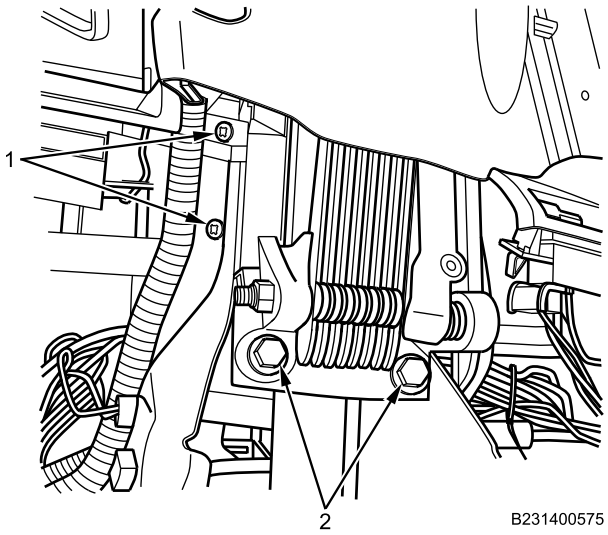

Figure 8. Steering Column.
4. Loosely install four Torx screws (Figure 8, Item 1) at upper steering bracket. Left shown; Right similar.
5. Install two cross-cab beam mounting bolts (Figure 8, Item 2) and torque to 190-200 lb-in. (21-22 N•m).
6. Torque four flange nuts (Figure 8, Item 2) at bottom of steering column (Figure 8, Item 1) to 200-240 lb-in. (22-27 N•m) and four Torx screws (Figure 8, Item 1) at upper steering bracket to 230-250 lb-in. (25-28 N•m).